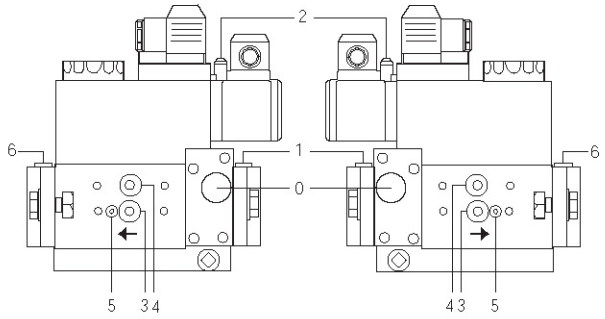

Fig. 40
- Pulizia filtri valvole gas (Fig. 40 e seguenti).